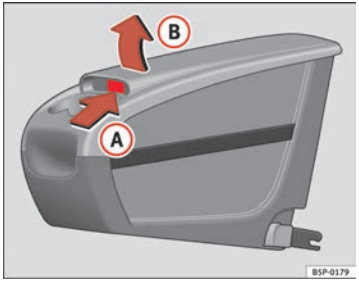

Fig. 115 Mobile storage compartment. Opening
– Lift the cover (B) at point (A) ⇒ page 151, fig. 115.